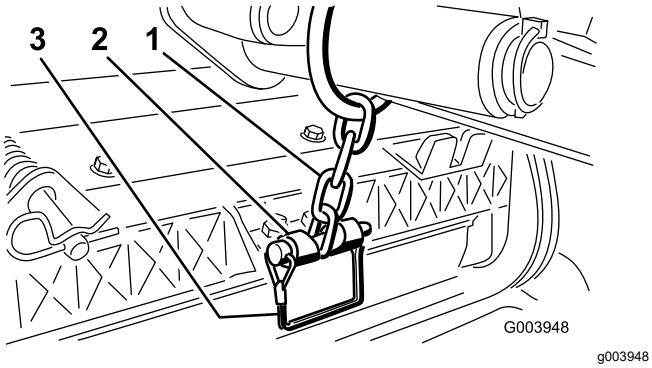

Figur 19
14. Fest løftearmkjedet til kjedebraketten med låsestiften (Figur 19).